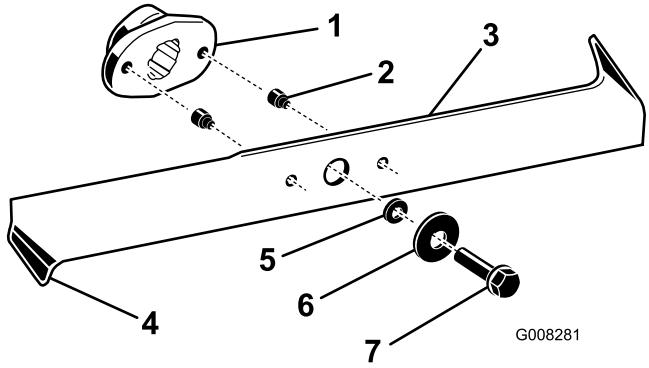

Figur 35
2. Kontrollera eggarna (Figur 35). Ta bort knivarna och slipa dem om eggarna är slöa eller har fått hack; se Slipa knivarna.
3. Kontrollera knivarna, speciellt de böjda kanterna (Figur 35). Om du upptäcker slitage eller skada på denna del, ska nya knivar installeras omedelbart.
4. Om säkerhetsstiften är skadade, ska de bytas ut omedelbart (Figur 35).
3. Ta bort bultarna, brickorna och knivarna (Figur 35). Använd en träkloss som kil mellan varje kniv och klipparen för att hålla kniven medan varje bult skruvas bort.
1. Montera knivarna, brickorna och knivbultarna (Figur 35).